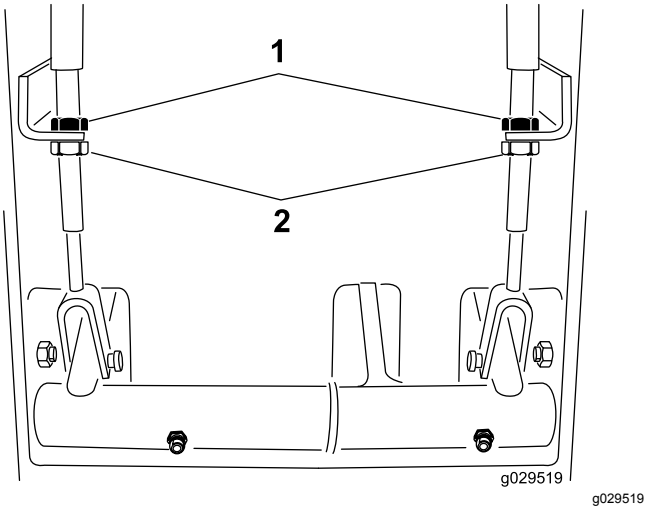

Figur 71
2. For at reducere bremsepedalernes frie vandring skal du løsne de forreste kontramøtrikker på bremsekablets gevindende (Figur 71).